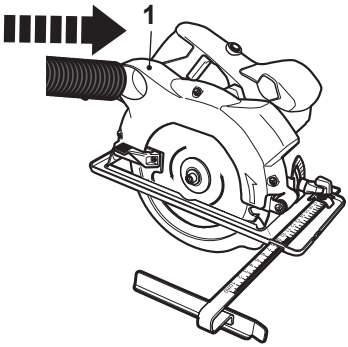

Fig. 4
> Conecte um dispositivo adequado de extração de pó, p.ex. um aspirador apropriado, à saída de extração de pó (1) (Fig. 4).